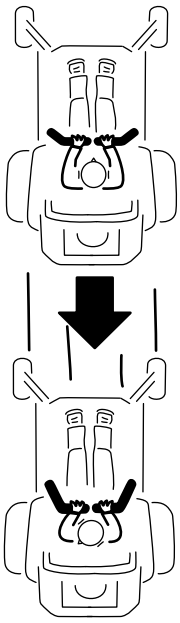

Figuur 24
2. Om achteruit te rijden, trekt u de rijhendels langzaam naar achteren (Figuur 24).